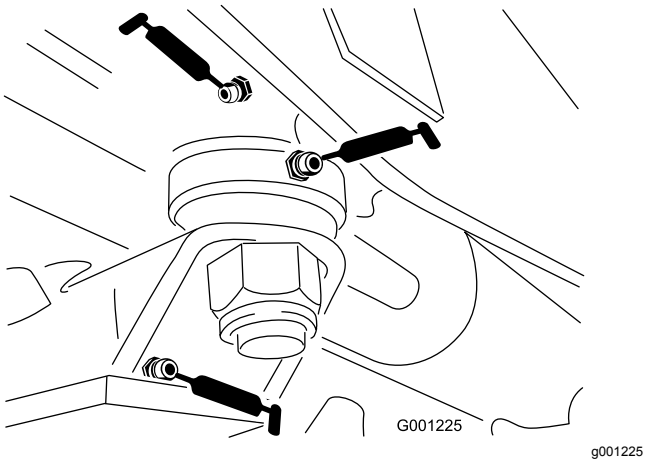

Figur 39
- Styrplattans bussningar (Figur 39)
- Axelstiftets bussning (Figur 39)